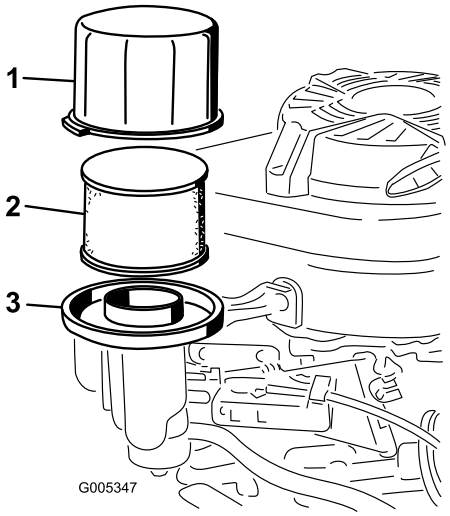

Рисунок 26
3. Снимите крышку и тщательно очистите ее (Рисунок 26).
4. Снимите и осмотрите бумажный воздушный фильтр (Рисунок 26) и удалите его в отходы, если он сильно загрязнен.
5. Снимите фильтр предварительной очистки из вспененного материала и промойте его в воде с мягким моющим средством, затем осушите промоканием (Рисунок 26).